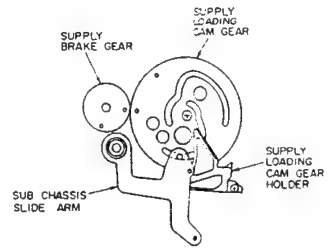

Fig. 3-4
5) Install the supply loading cam gear holder and sub chassis slide arm as shown in the figure. (See Fig. 3-4)